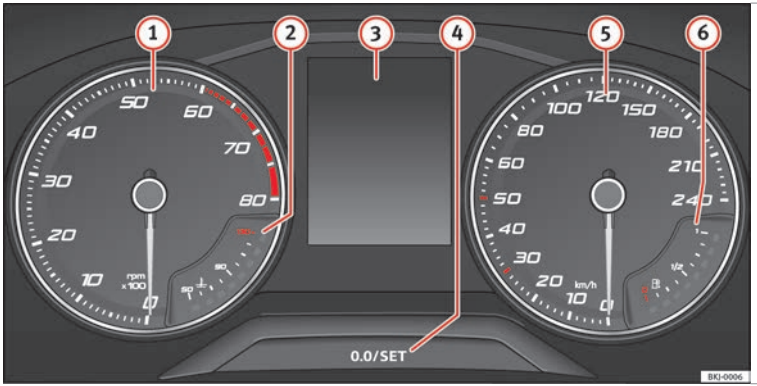

**Fig. 125** Instrument panel, on dash panel.
The rev counter indicates the number of engine revolutions per minute ››› Fig. 125 ①.
**Never allow the rev counter needle ① ››› Fig. 125 to go into the red zone on the scale for more than a very brief period, otherwise there is a risk of engine damage.**
A variety of information can be viewed on the instrument panel display ››› Fig. 125 ③ depending on the vehicle equipment:
- Briefly press the button ››› Fig. 125 ④ to reset the trip recorder to 0.
- Keep the button ④ pressed for about 3 seconds and the previous value will be displayed.
- To set the time, keep the button ››› Fig. 125 (4) pressed for more than 3 seconds to select the hour or minute display.
- To continue setting the time, press button (4). Hold button down to scroll through the numbers quickly.
- Press the button (4) again in order to finish setting the time.
Hold the button ››› Fig. 125 (4) down for more than 15 seconds to display the identifying letters of the vehicle engine (MKB). To do this, the ignition must be switched on and the engine switched off.